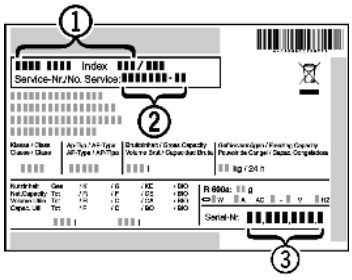

Fig. 79
▶ Consulter la désignation de l'appareil *Fig. 79 (1)*, le N° de service *Fig. 79 (2)* et le N° de série *Fig. 79 (3)* sur la plaque signalétique. La plaque signalétique se trouve à l'intérieur de l'appareil, sur le côté gauche.